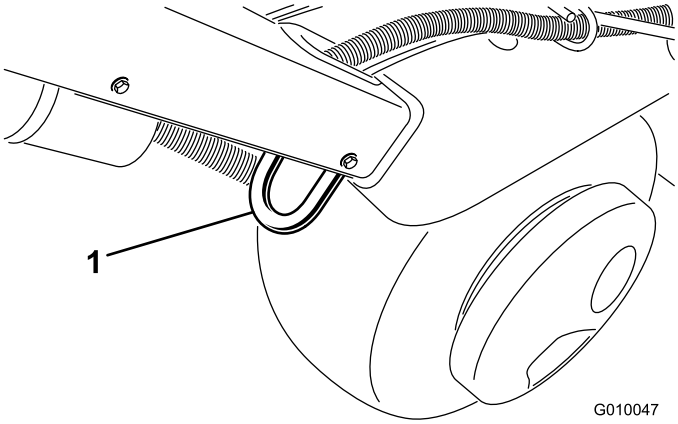
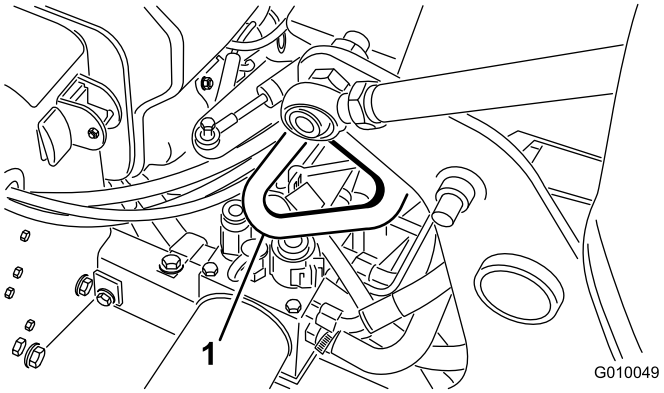

Figur 32
Figur 34
3. Fäst luftaren ordentligt på släpvagnen eller lastbilen i fästpunkterna (Figur 32–Figur 34) med spännband, kedjor, kablar eller rep.